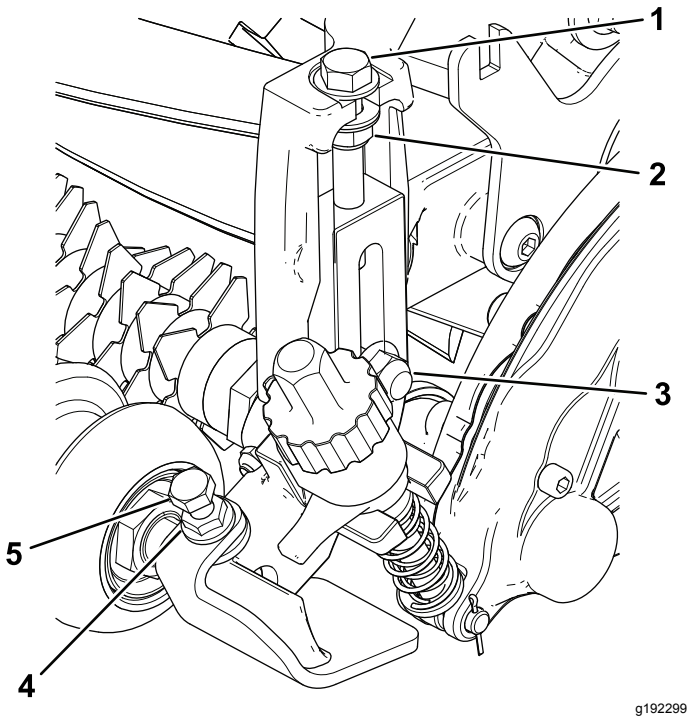

Figur 13
4. Spænd bræddeboltene og låsemøtrikkerne, der fastgør klippehøjdebeslagets enheder på sidepladerne (Figur 13).
5. Stram låsemøtrikken på klippehøjdens justeringsbolt, skru derefter låsemøtrikken ud med 1/2 omgang (Figur 13).
6. Centrer frontrullen mellem klippehøjdebeslagene, og lås den på plads med maskinskruerne og flangemøtrikkerne (Figur 13).